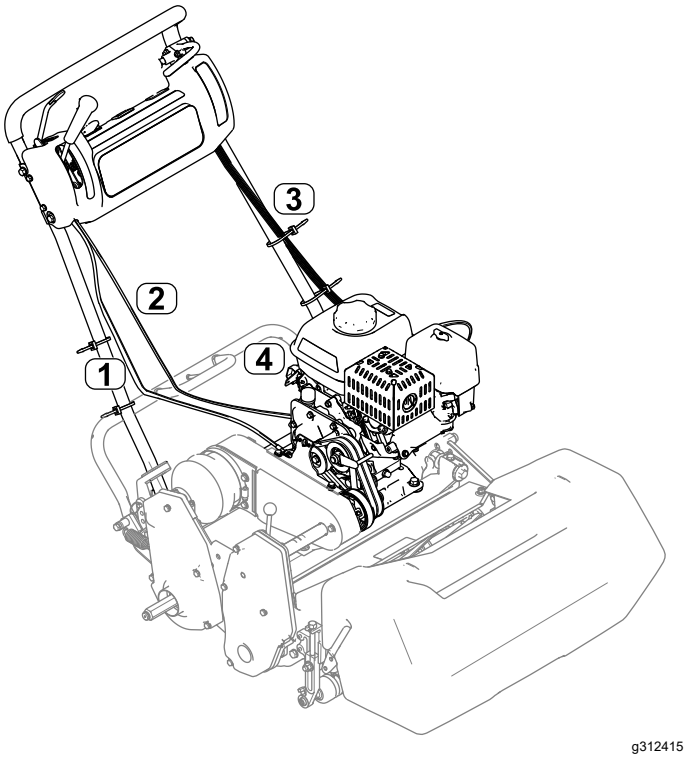

Figura 8
7. Instale o cabo do acelerador na máquina; consulte o *Manual de serviço* da sua máquina (Figura 8).
Nota: Observe o caminho do cabo do acelerador como se mostra na Figura 8. Encaminhe o cabo para o lado esquerdo do motor e entre a cobertura do filtro de ar e o depósito de combustível.
11. Ligue a cablagem elétrica ao módulo de segurança e encaminhe a cablagem pelo lado esquerdo do manípulo (Figura 8).